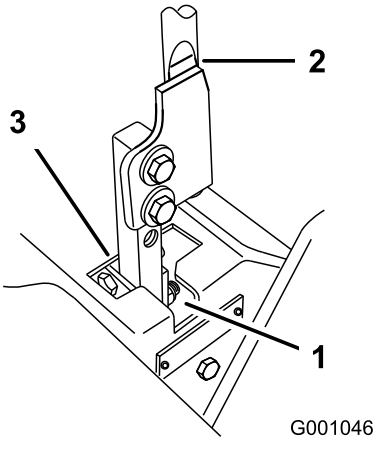

Figur 75
5. Flytta spaken till neutralläget, men lås inte fast den (Figur 75).
6. Dra spaken bakåt tills sprintbulten (på armen nedanför den vridbara axeln) kommer i kontakt med spårets ände (så att den precis börjar tryckbelasta fjädern) enligt Figur 75.
7. Kontrollera var rörelsereglaget står i relation till spåret i konsolen (Figur 75).